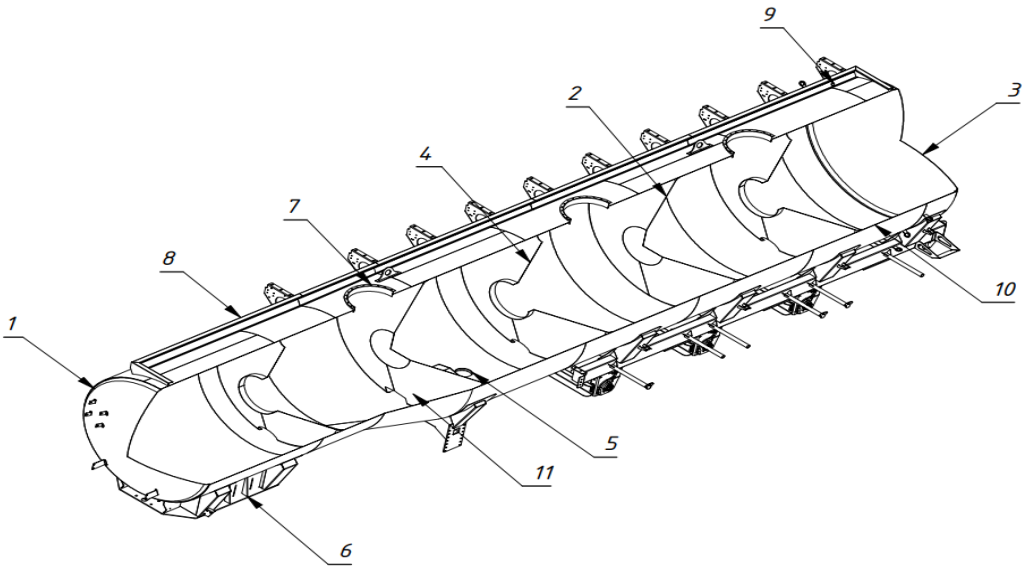

Рис. 2.3 – Цистерна полуприцепа
Цистерна полуприцепа показана на рис. 2.3 и представляет собой металлический сварной корпус (1), толщиной не менее 4 мм, имеет форму цилиндра постоянного или переменного сечения. Корпус цистерны является несущей конструкцией, включающей в себя обечайки (10), перегородки (11), радиусные торцевые стенки (3), волнорезы (4). Волнорезы служат для придания корпусу жесткости и уменьшения гидравлических ударов при изменении скорости полуприцепа. Перегородки делят цистерну на изолированные отсеки (1-8 отсеков) и придают корпусу жесткости. В нижней задней части цистерны вварены фланцы (5) для подсоединения сливной (заливной) арматуры и донных клапанов.